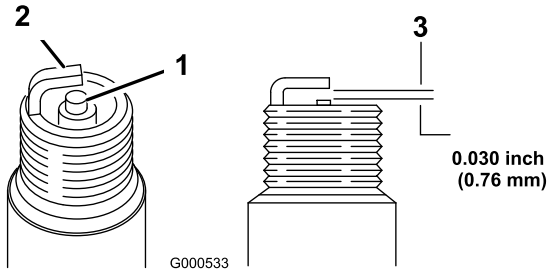

Figur 29
5. Ställ in gapet på det nya stiftet till 0,76 mm (Figur 29).